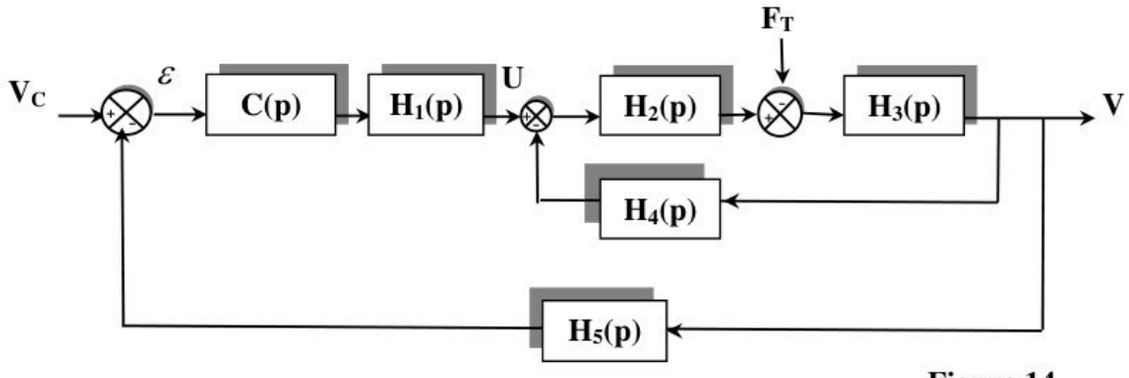

Figure 14
c) *Transformer ce schéma bloc pour le mettre sous la forme de celui de la figure 14. Identifier, ensuite, chacune des fonctions de transfert $H_{i(P)}$ pour $i \in \{1,2,3,4,5\}$;*